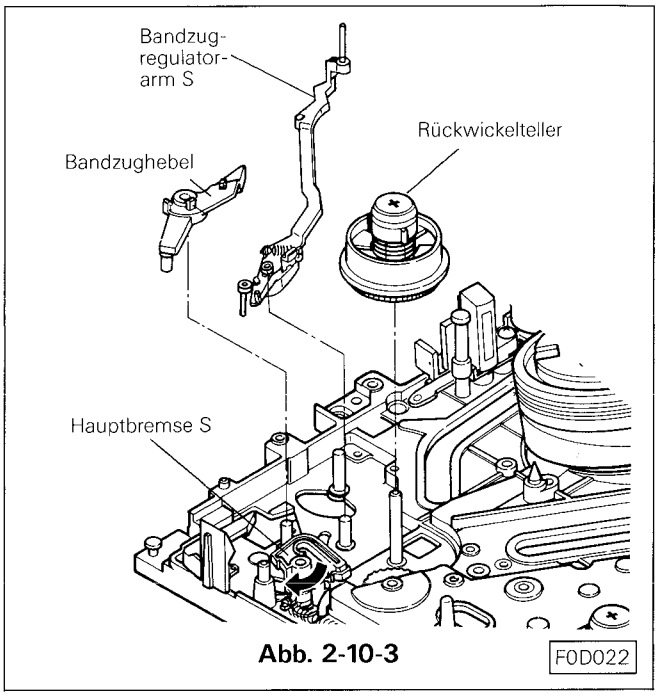

Abb. 2-10-3 F0D022
H. Hauptbremse S lösen und den Bandzughebel vom Schaft entfernen. (Siehe Abb. 2-10-3)
J. Wird die Hauptbremse S etwas im Uhrzeigersinn gedreht, Kann der Wickelteller vom Chassis nach oben hin entfernt werden. Siehe Abb. 2-10-3.